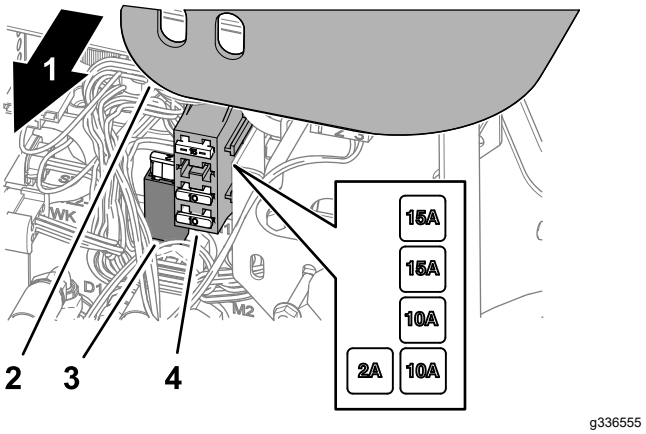

Figur 65
1. Løft av dekselet på Kontrollarmen (Figur 65).
2. Finn den åpne sikringen i sikringsholderen eller sikringsblokken (Figur 65).
4. Monter dekselet på kontrollarmen (Figur 65).